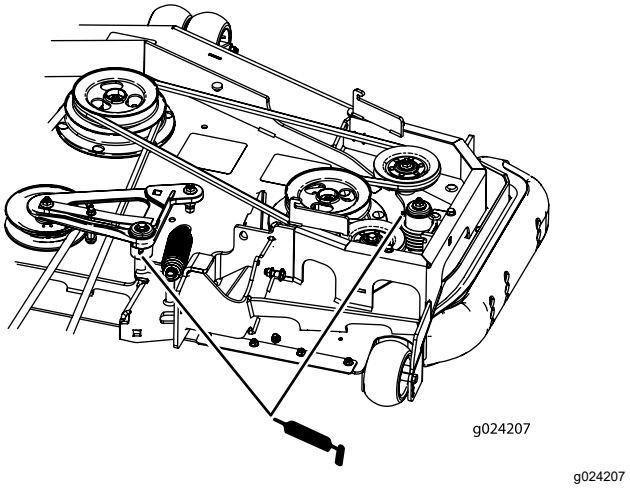

Figur 53
5. Smörj däckremmens mellandrevsarmar (endast maskiner med bakre utkast) enligt Figur 53.